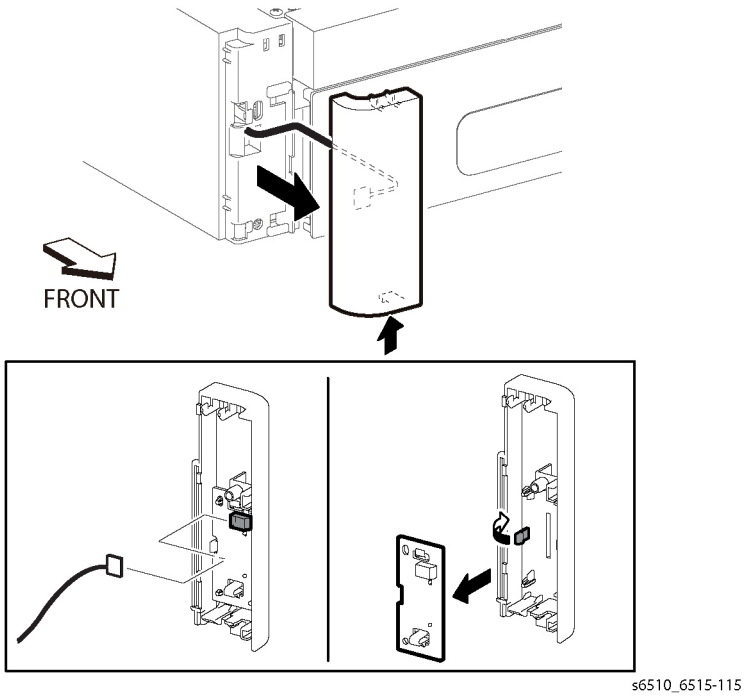

Figure 1 Remove the 550 Option Feeder Left Front Cover
2. Refer to Figure 1 to remove the Option Feeder Left Front Cover.
4. Refer to Figure 1 to release the hook and remove the LED Tray Assembly.